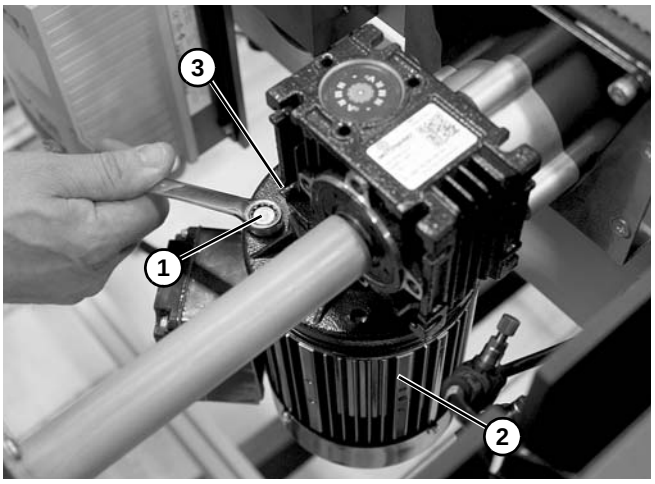

Figure 20
1. Remove hex flange screws **(Figure 20, item 1)** connecting the motor **(Figure 20, item 2)** to the gear reducer **(Figure 20, item 3)**.